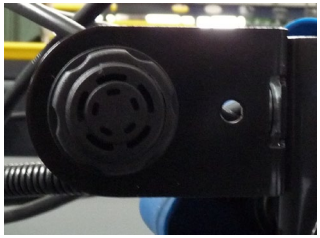

Fig. 10
- **Warning buzzer:** warns of the cab lifted condition. When travelling the body must be lowered (fig. 10).